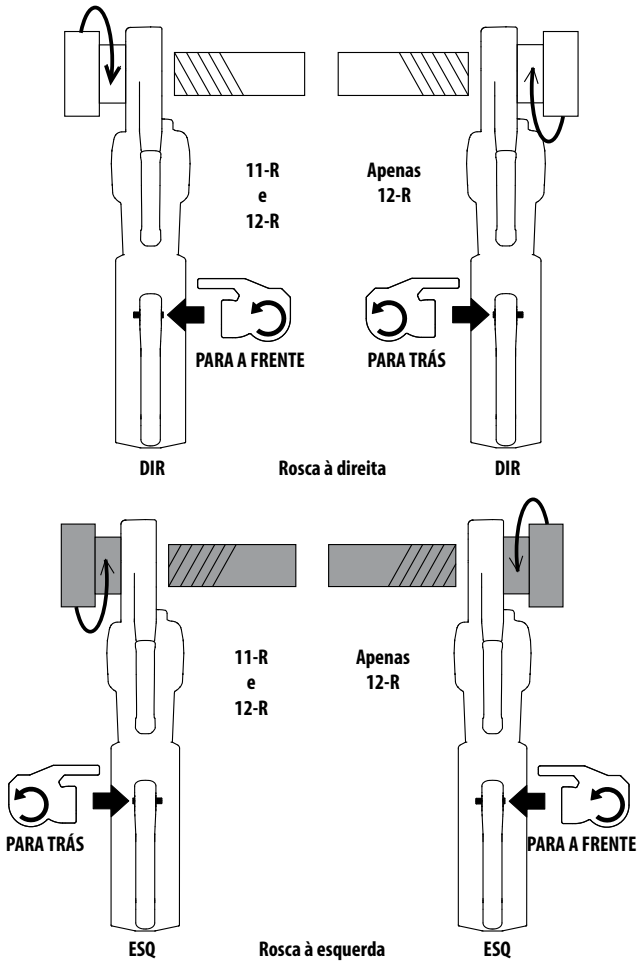

Figura 9 – Orientação do Interruptor Deslizante Para a Frente/ Para Trás/da Cabeça de Roscar
7. Posicione o Interruptor Deslizante Para a Frente/Para Trás do propulsor para a rosca pretendida à direita ou à esquerda. *Ver Figura 9*.